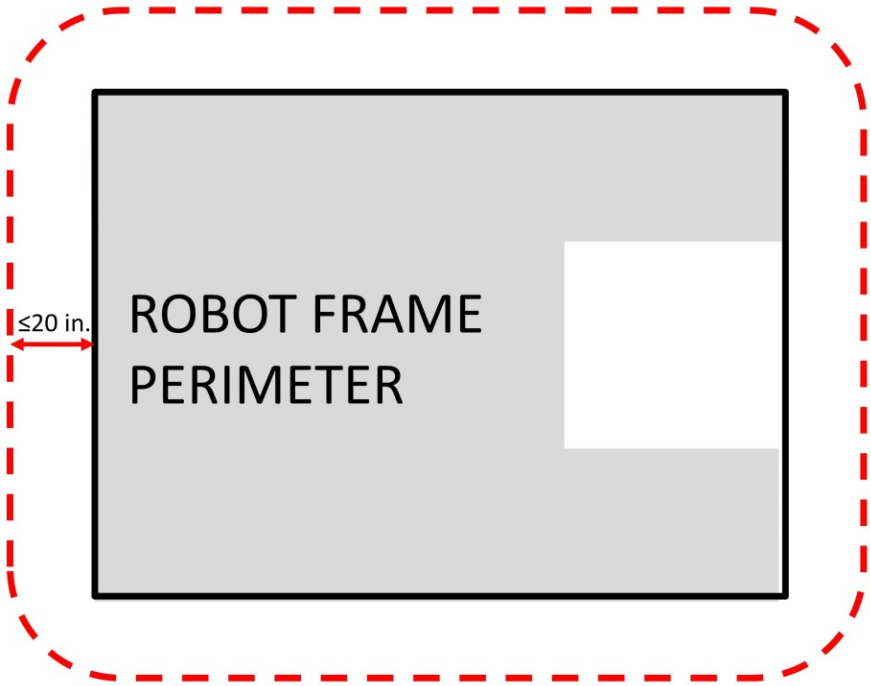

Figure 4-2: FRAME PERIMETER Extension
B. a ROBOT may not extend more than 20 in. beyond the FRAME PERIMETER (see Figure 4-2 for examples) (see G24), and